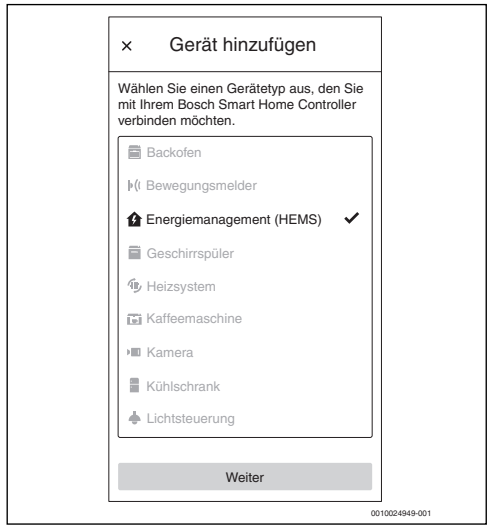

Bild 14 Bosch Energiemanager App als Gerät hinzufügen
2. **Energiemanagement (HEMS)** aus der Liste der Geräte auswählen (→ Bild 14).